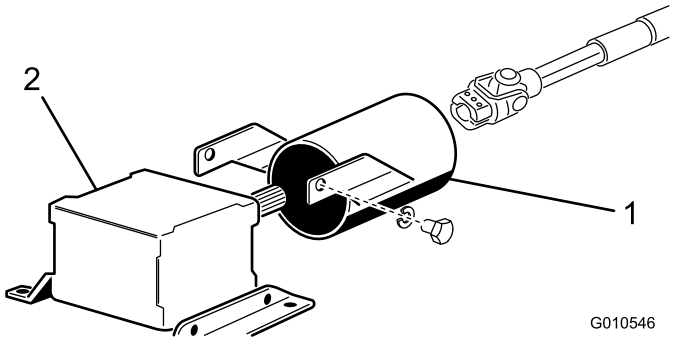

Figure 7
1. Enlevez les 2 vis et rondelles-freins qui fixent les supports du capot de PDF au boîtier d'engrenages (Figure 7).
2. Glissez le capot de protection sur l'arbre de PDF, en le positionnant comme illustré à la Figure 7.